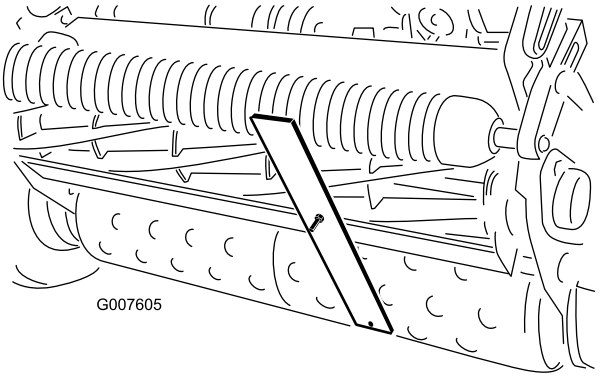

Figur 50
4. Hægt skruehovedet på bundknivens æg, og lad den bageste ende af stangen hvile på bagrullen (Figur 50).